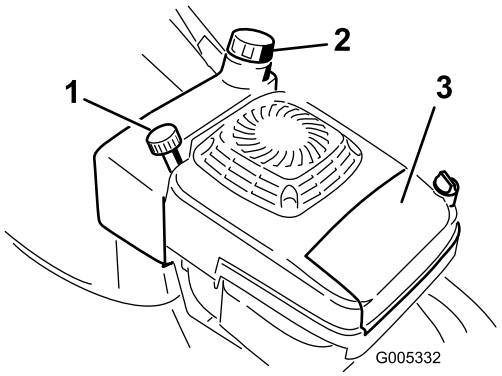

Figuur 10
1. Maak de omgeving van de dop van de brandstoftank schoon (Figuur 10).